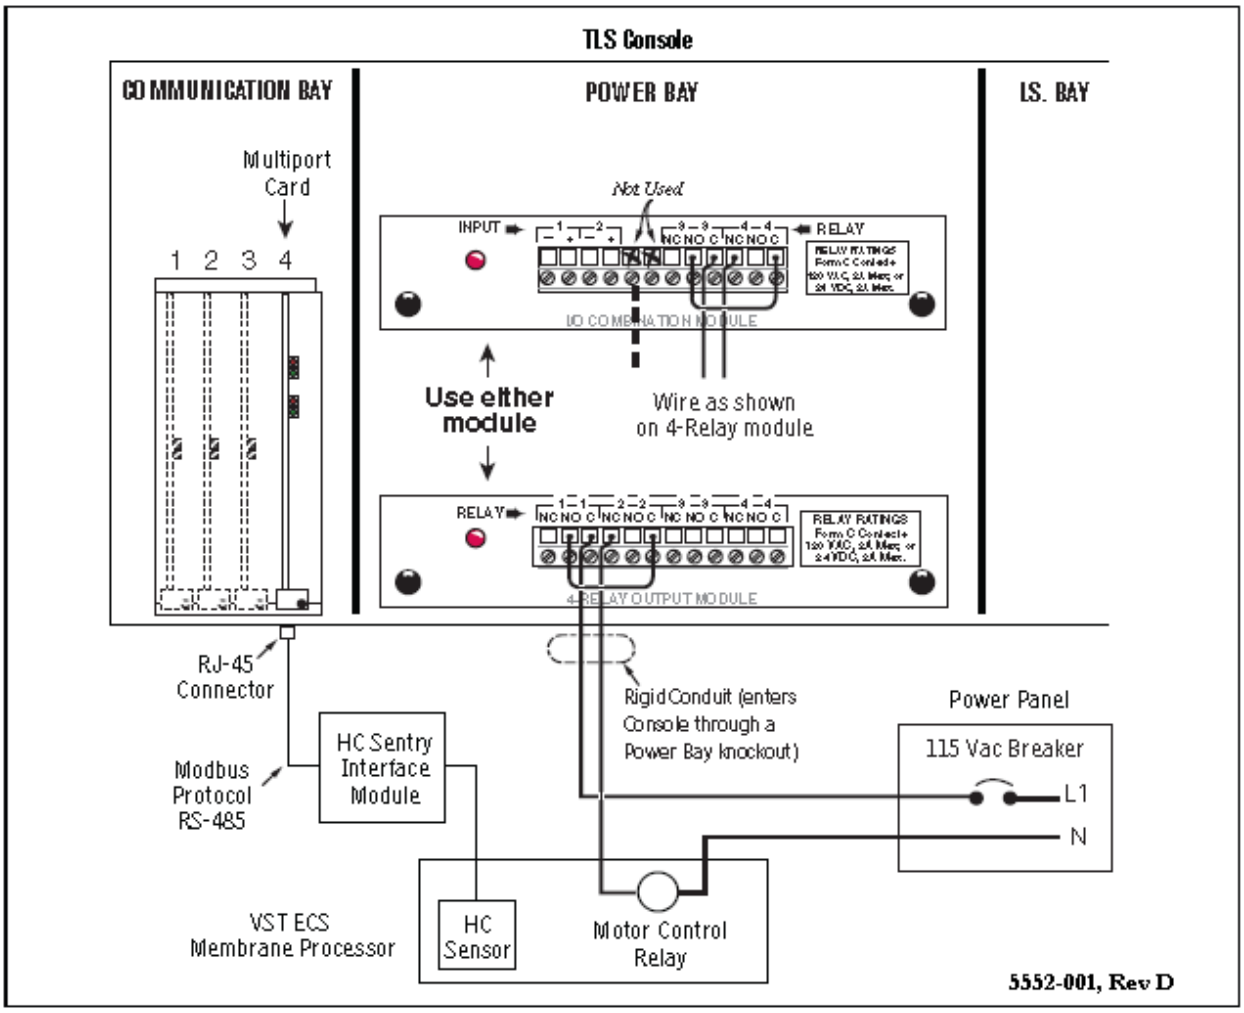

*Figure 10: Wiring the Motor Starter Relay Coil*
- See Figure 10: Page 15-36 for connections to the TLS-350.